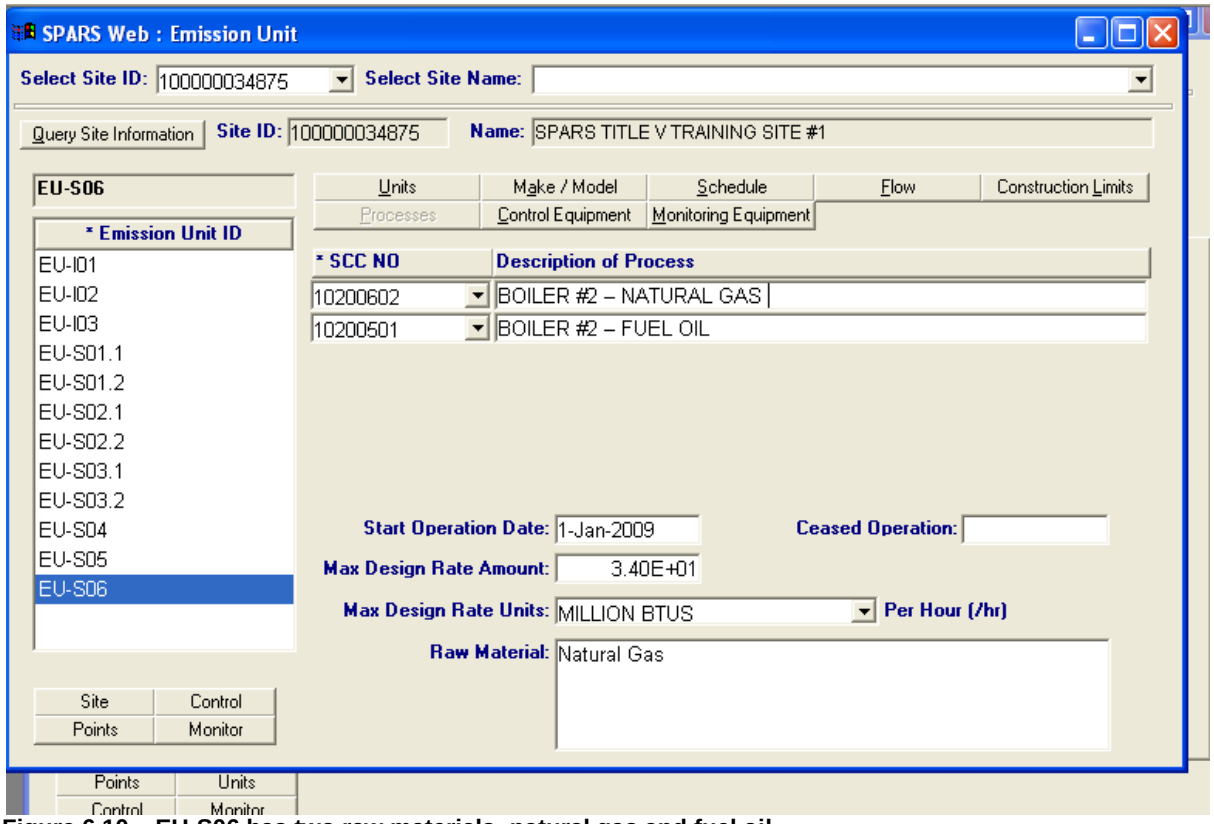

Figure 6.10 – EU-S06 has two raw materials: natural gas and fuel oil.
11. If the new emissions unit uses two different raw materials, do not create two emission units. Instead, you must create two processes with their corresponding **SCC NO** under the same unit. Click inside each **Description of Process** field to enter the maximum design rate, raw material, etc. for each **SCC NO** (see Figure 6.10).